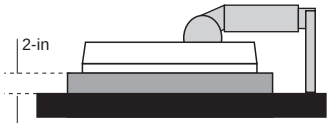

Figure 5-45 Place LCD monitor face down
3.) Place monitor face down on a non-abrasive surface. (Place the screen on a 2-inch platform so that the stand is parallel with the surface.) Refer to Figure 5-45.